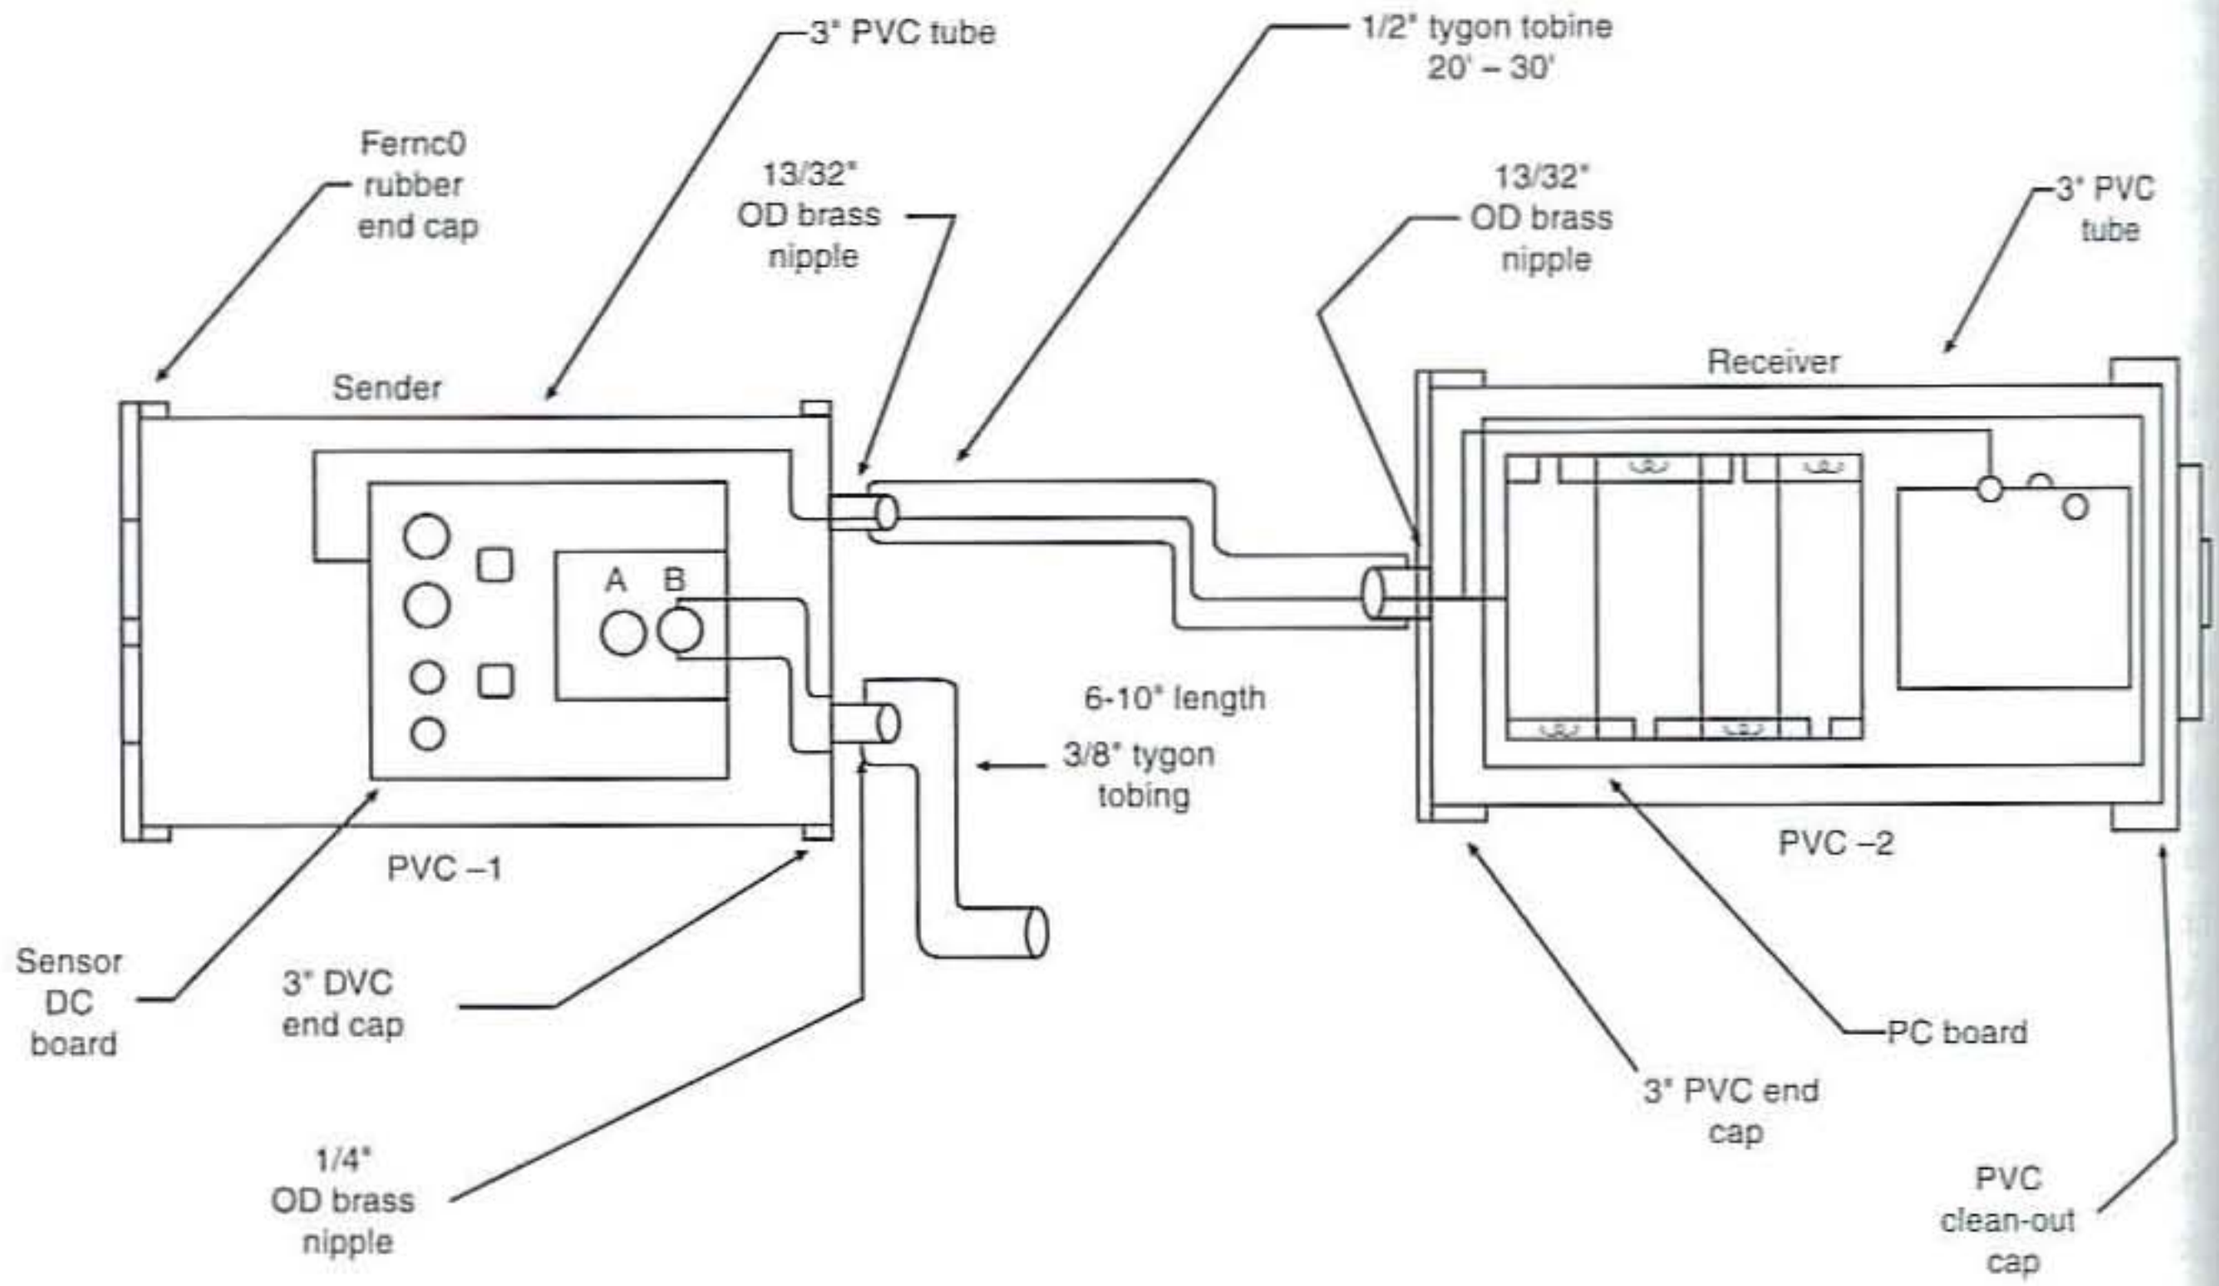

Figure 4-18 *Stream stage sensor recorder system*
The pictorial diagram shown in Figure 4-18 illustrates how the two enclosures are designed to accommodate the electronics packages to form the stream gauge monitor. The pressure sensor SEN-1, the regulator, the zero adjust circuit, and the output voltage divider circuit are all mounted in the sending unit's PVC-1 enclosure, a 10-inch long, 3-inch diameter piece of PVC pipe. The pressure sensor and electronics are built on a small piece of perf-board and mounted to a 3 × 2 3/8 inch piece of blank stock circuit board. Circuit board guides are epoxied to the inside of the 3-inch *inside diameter* (ID) PVC pipe. At one end of the PVC-1 pipe, a Fernco 3-inch Quick Cap QC-103 rubber cap is used to waterproof the enclosure but allow access to the circuit board if needed. Two holes are drilled and tapped in a 3-inch PVC flat-end cap to accept two brass fittings. A ¼-inch *outside diameter* (OD) brass fitting is used to couple a length of small-diameter plastic tubing from port B of the pressure sensor to the wall of the PVC end-cap; the other end of the fitting has a brass nipple on which a length of small-diameter tubing is fitted to extend into the stream bed. A compression hose clamp is placed over the tubing. A second brass fitting is mounted on the flat-end cap and is used to